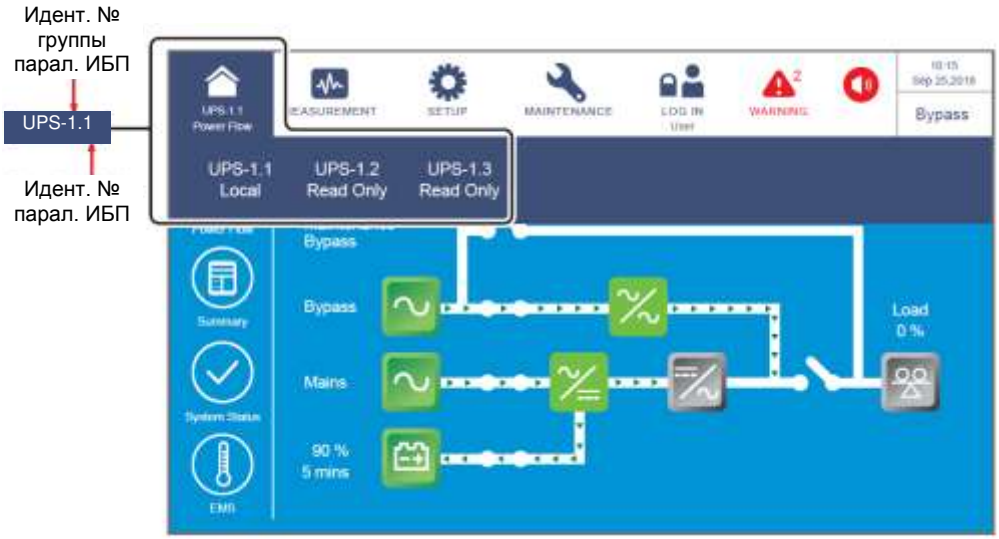

Рисунок 6-12 Экран определения идент. № ИБП и группы ИБП
8) Для параллельного применения нажать значок ( ), расположенный в верхнем левом углу экрана, и проверить правильность идентификационного номера параллельной группы и идентификационного номера параллельных ИБП. ИБП с наименьшим идентификационным номером устройства определяется как главный. См. ***Рисунок 6-12***.